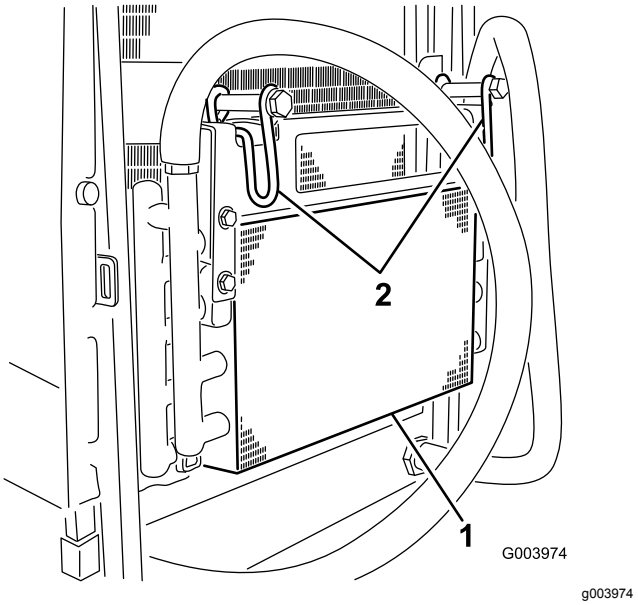

Figur 63
5. Vrid spärrhakarna inåt för att frigöra oljekylaren (Figur 63).